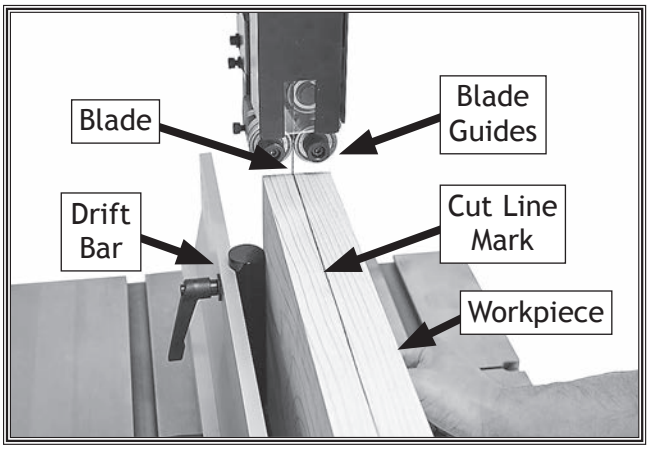

Figure 4. Resawing with drift bar.
8. Slowly feed workpiece completely through blade. Use drift bar as a pivot point to control cut, as shown in **Figure 4**.